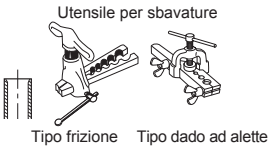

Fig. 4
4) Svasatura (Fig. 4, 5). Tenere saldamente il tubo in rame delle dimensioni indicate nella tabella. Selezionare i mm di A dalla tabella in base allo strumento utilizzato.